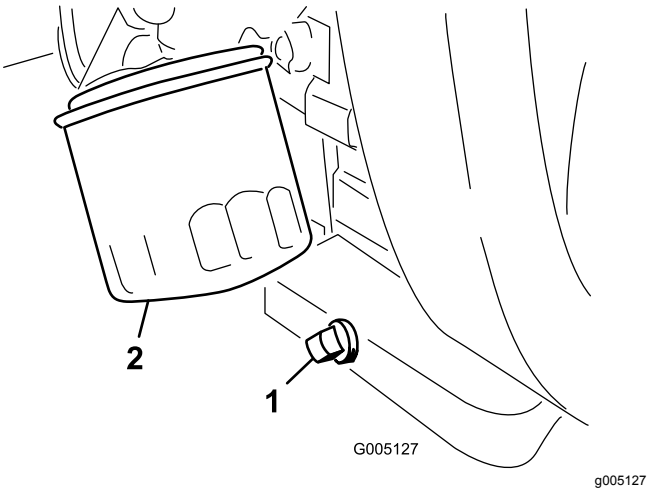

Figur 27
1. Fjern aftapningsproppen (Figur 27), og lad olien flyde over i aftapningsbeholderen.
2. Rengør gevindene på aftapningsproppen, påfør PTFE-forseglingsmiddel, og sæt aftapningsproppen på plads (Figur 27).
3. Fjern oliefilteret (Figur 27).